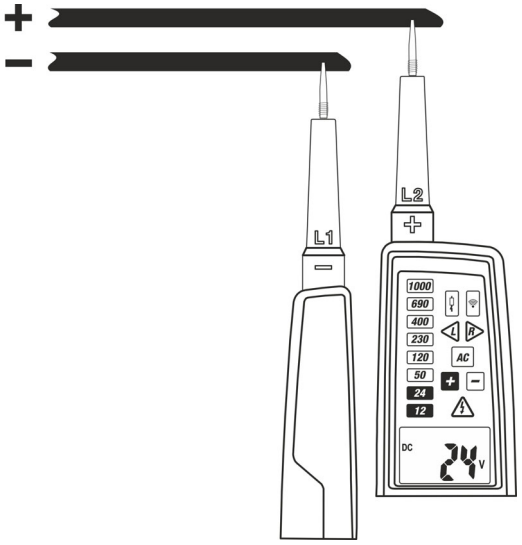

Fig. 4: Misura di Tensione DC
2. Collegare i puntali **L1** e **L2** alla sorgente in prova (vedere Fig. 4). La misura è eseguita **solo con contatto dei puntali sulla parte metallica dei conduttori**
4. Se il LED "-" è acceso significa che la tensione misurata ha polarità opposta a quella del collegamento mostrato in Fig. 4